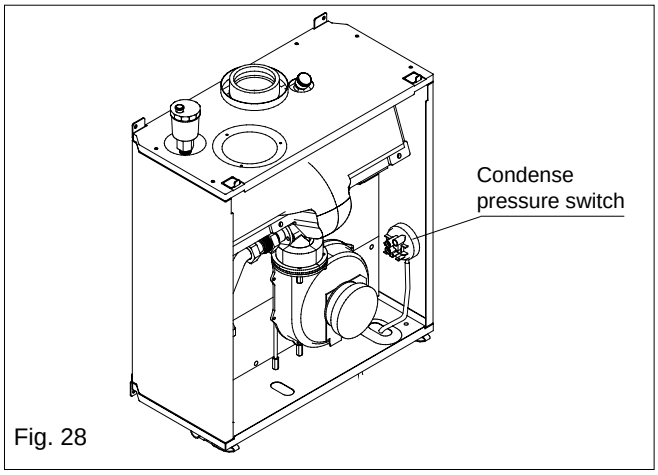

Fig. 28
6.18 CONDENSE PRESSURE SWITCH (fig. 28)